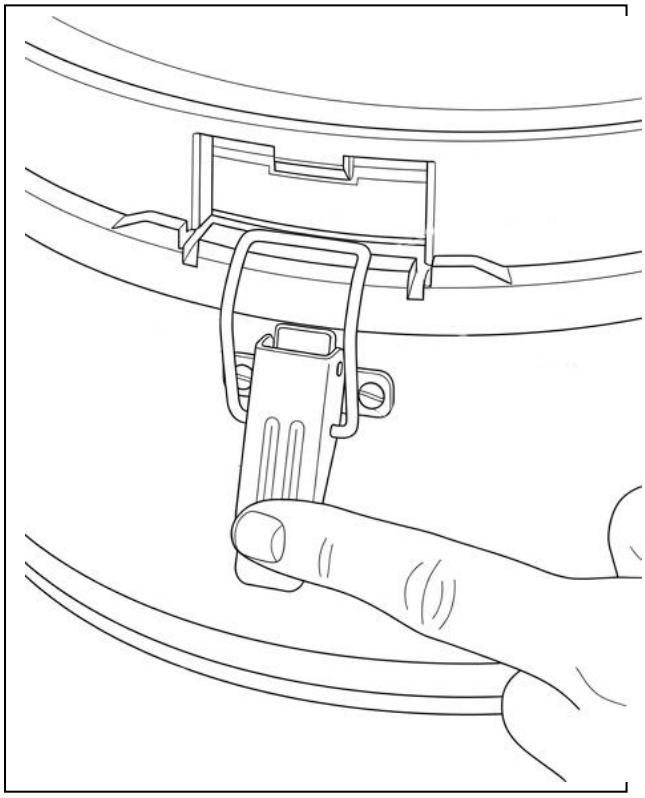

Рис. 5
9. Соедините шланг, трубки и насадку. Если предусмотрена отдельная ручка для перемещения, закрепите её штатными винтами (рис. 5).